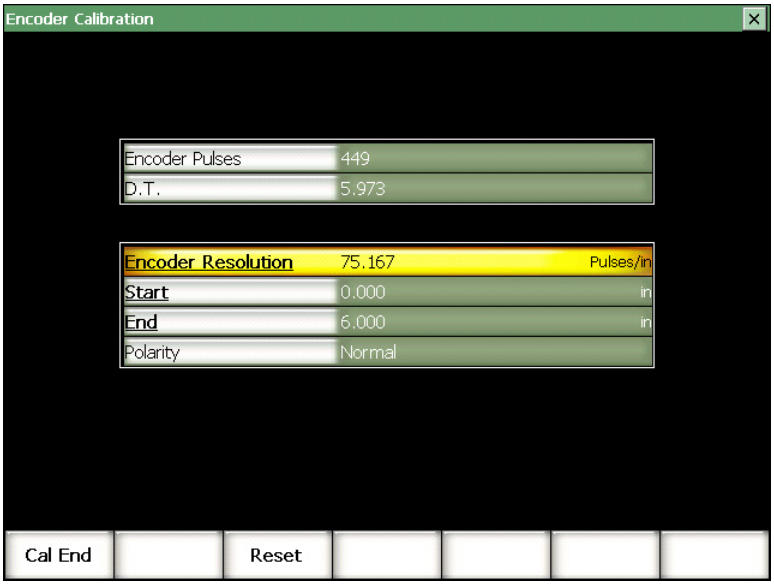

Figure 18-32 The Encoder Calibration page
2. Select **Encoder > Calibration** to access the **Encoder Calibration** page (see Figure 18-32 on page 470).